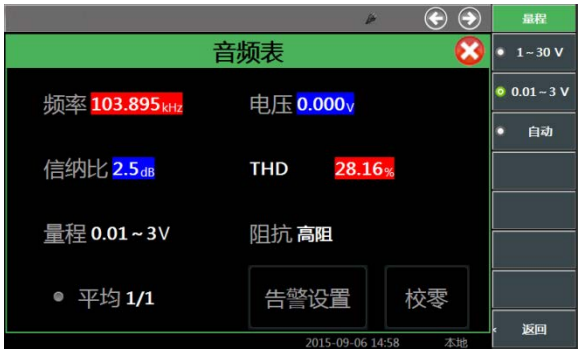
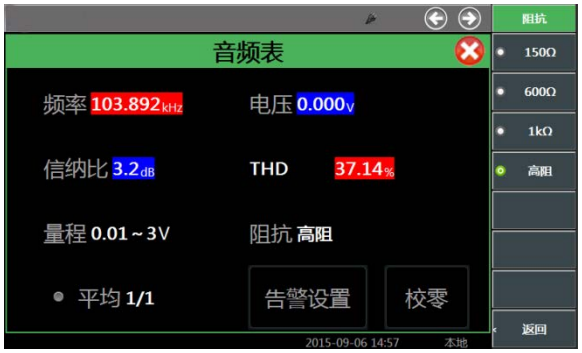

图 4.29　量程设置
图 4.30　阻抗设置
- 首先选定合适的输入阻抗和量程，点击触摸屏上量程或者右侧菜单[量程]软键。如图 4.29 量程设置所示:
- 选择触摸屏[阻抗]，选定合适的输入阻抗。如图 4.30 阻抗设置所示:
- 根据测量结果稳定性要求，可设置对测量结果多次平均，如图 4.29 音频表显示窗口，点击触摸屏右侧[平均]软键，打开“平均”，选择触摸屏右侧菜单[平均次数]键，系统将根据设定次数平均后显示测量结果。
- 外部音频设置参照图 4.29、图 4.30。解调设置参照图 4.9。